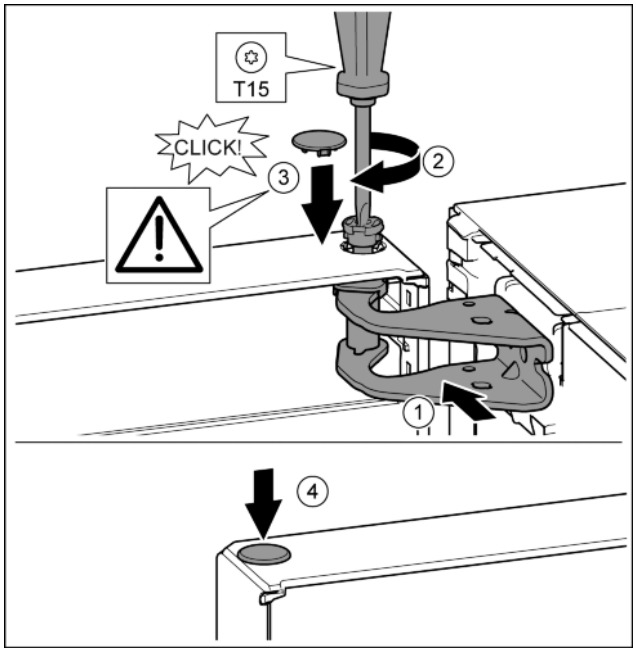

Fig. 21
- ▶ Orienter la porte en haut pour l'ouverture dans le support de palier. *Fig. 21 (1)*
- ▶ Poser le boulon et le visser avec un tournevis T15. *Fig. 21 (2)*
- ▶ Monter le cache de sécurité pour sécuriser la porte : Mettre en place le cache de sécurité et vérifier qu'il repose sur la porte. Sinon, enfoncer à fond le boulon. *Fig. 21 (3)*
- ▶ Mettre le bouchon en place. *Fig. 21 (4)*